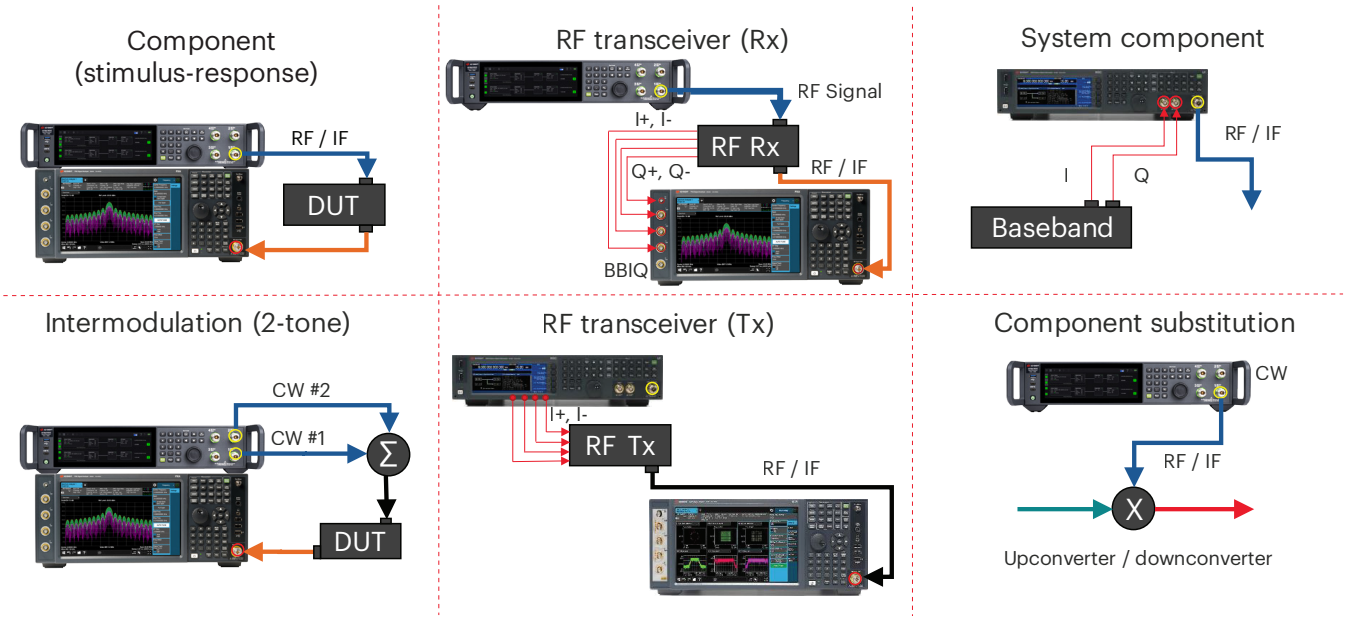

Figure 1-1. Signal generator use cases for component characteristic tests or a system component
Engineers use signal generators to test components, receivers, and systems for various applications throughout the product development cycle. The output signal can be as simple as a continuous wave (CW) or as complex as a digitally modulated signal. The signal generator simulates signals at various stages of communication systems. Figures 1-1 and 1-2 show common signal generator use cases for component and receiver tests.